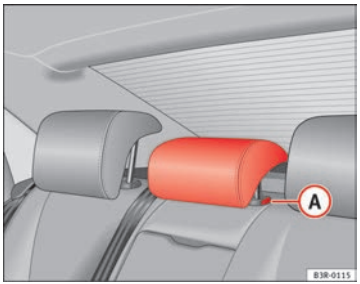

Abb. 111 Mittlerer Fondsitz: Kopfstütze
– Drücken Sie den Knopf (A) ⇒Abb. 111 und führen Sie die Kopfstütze nach unten.
– Drücken Sie auf die Taste (A) ⇒Abb. 111 und ziehen Sie gleichzeitig die Kopfstütze heraus.